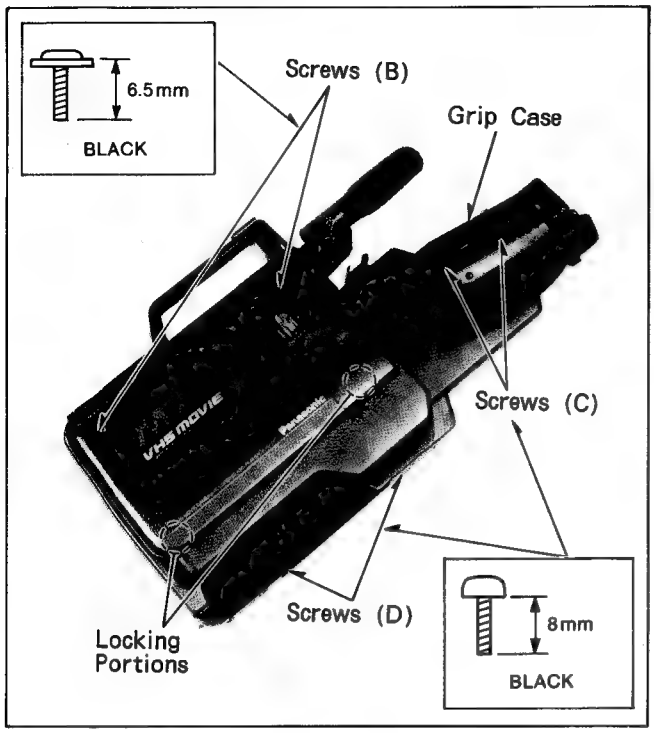

Fig. D4
(1) Remove 2 Screws (C) shown in Fig.D4.
(2) Remove 2 Screws (D) shown in Fig.D4.